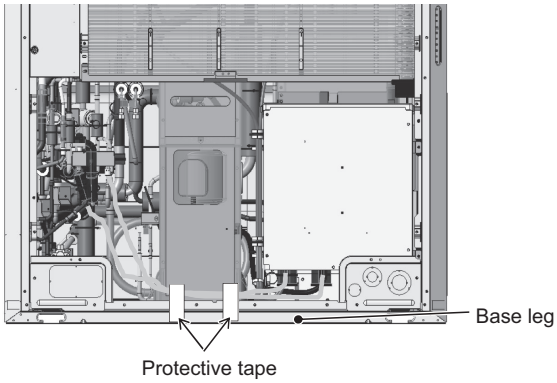

Figure 5
(8) Place the excess weak and strong electrical wirings in the space at the base legs as shown in Figure 5 to keep them from being caught during maintenance work.